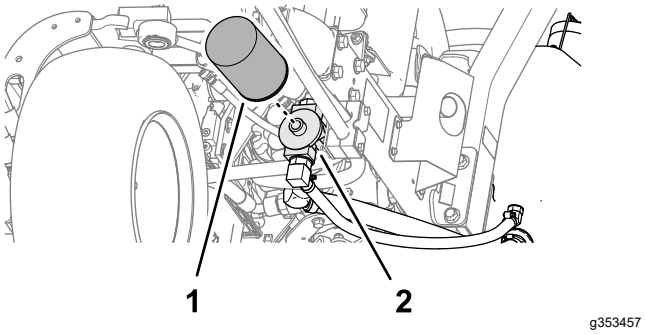

Figuur 92
2. Reinig de omgeving van de plaats waar het filter wordt gemonteerd. Plaats een opvangbak onder het filter (Figuur 92) en verwijder het filter.